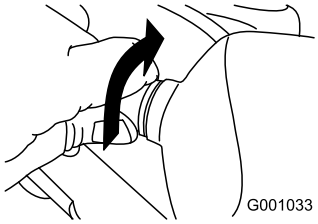

Figur 62
2. Drei lyspærens base mot klokken til den stopper (Figur 62).